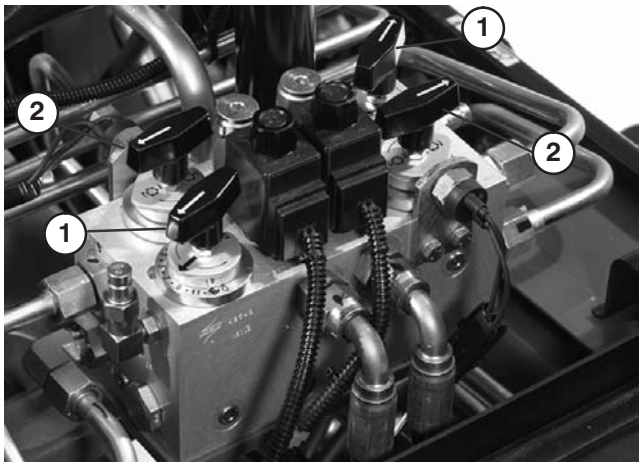

Bild 70
3. Machen Sie die Spindeldrehzahl-Handräder und Schärfen-Handräder (Bild 70) ausfindig. Drehen Sie die gewünschten Schärfen-Handräder auf SCHÄRFEN sowie das gewünschte Spindeldrehzahl-Handrad auf „1“.